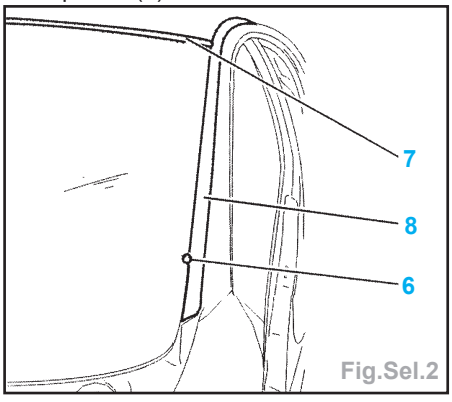

Fig.Sel.2
- Déposer (Fig.Sel.2) :
- l'agrafe (6) de l'enjoliveur (8),
- l'enjoliveur (8) de pavillon,
- le profilé (7).